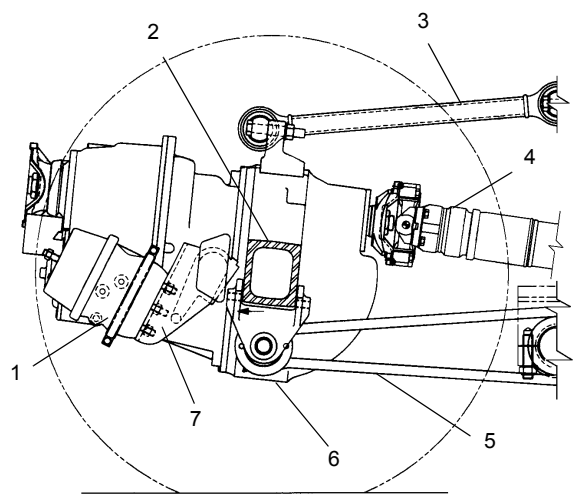

FIGURA 8-40
5. Desparafuse a câmara do freio a ar do suporte de montagem e remova a câmara (consulte a Figura 8-40).